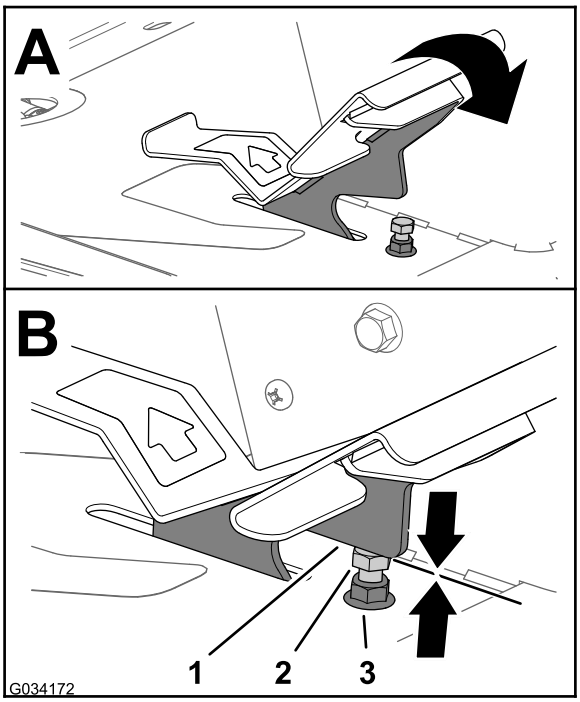
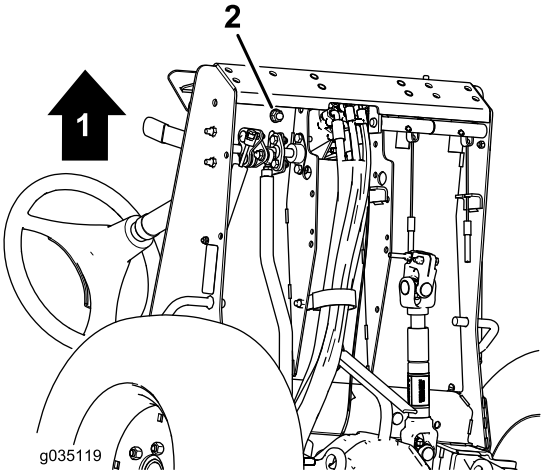

**Figur 80**
**Figur 81**
1. Tryck ned gaspedalen helt framåt (Figur 80) .
A. Håll gaspedalsstoppet (Figur 80) med en skiftnyckel.
B. Lossa kontramuttern på nedre delen av fotstödsplattan (Figur 81).
C. Tryck ned gaspedalen helt framåt (Figur 80).
D. Håll gaspedalsstoppet medan du justerar kontramuttern som sitter ovanför fotstödsplattan (Figur 80) tills gaspedalen kommer i kontakt med stoppet.
F. Håll gaspedalsstoppet medan du drar åt kontramuttern längst ned på fotstödsplattan (Figur 80 och Figur 81) till 37–45 Nm.